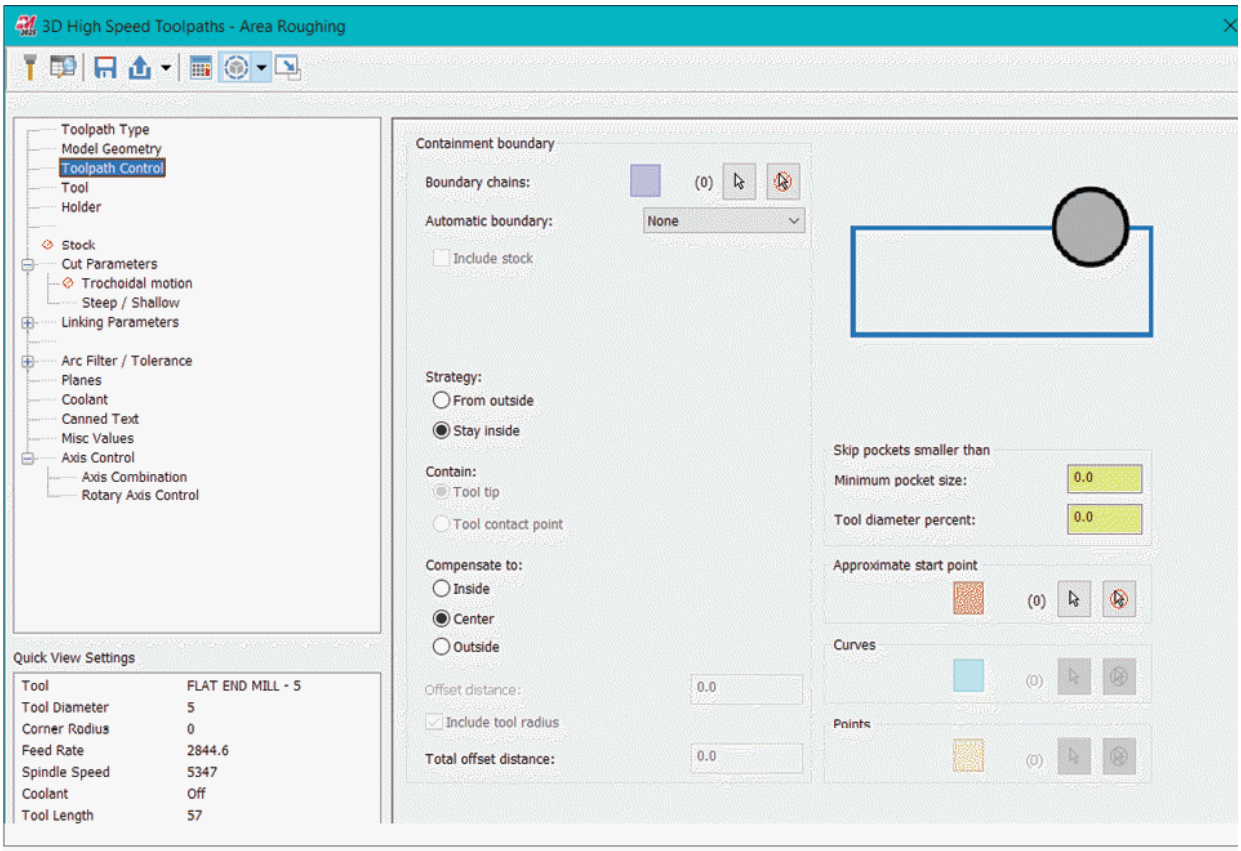

Figure-35. Surface High Speed Toolpath-Area Rough dialog box
- Click on the **Toolpath Control** option from the left area of the dialog box. The page in **3D High Speed Toolpaths - Area Roughing** dialog box will be displayed as shown in Figure-35.